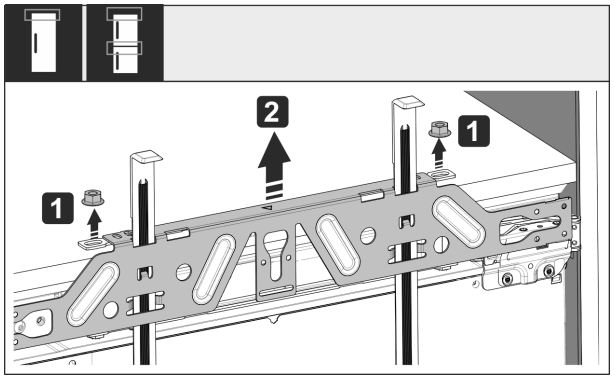

Fig. 58
▶ 松开锁紧螺母 *Fig. 58 (1)*。
▶ 取下安装横梁 *Fig. 58 (2)*。